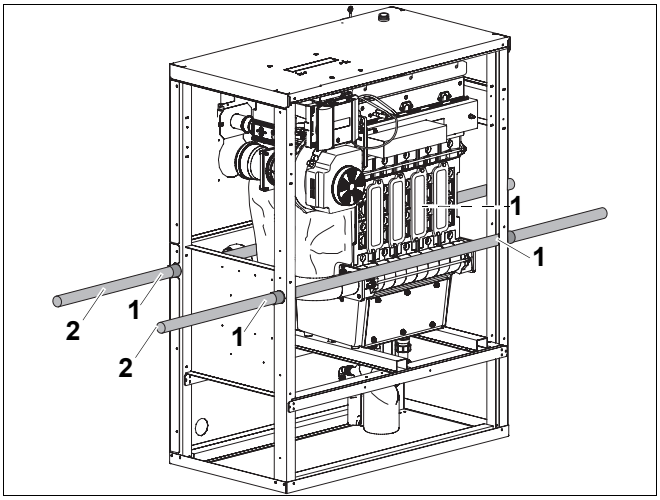

Rys. 7 Przeniesienie kotła grzewczego na rurach
- Zabezpieczyć rury przed wysunięciem, np. mocując je taśmą klejącą przy otworach uchwytowych pokazanych na rys. 7.